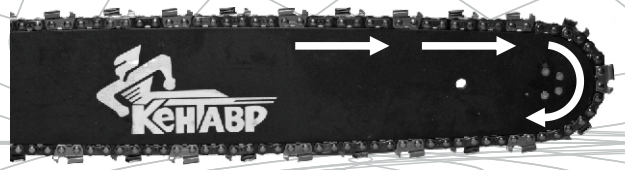

Рис. 5
5. Введите цепь в зацепление с ведомой звездочкой, расположенной на носке шины. Обратите внимание на правильное направление движения цепи (см. рис. 5).